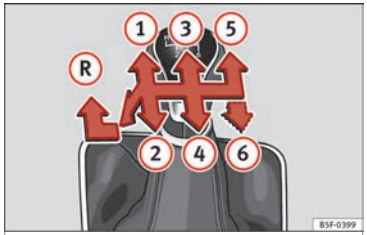

Fig. 52 Gear shift pattern of a 5 or 6-speed manual gearbox
The position of the gears is indicated on the gearbox lever ››› Fig. 52.
- With the gearbox lever in neutral, push it upwards, move it to the left as far as it will go and then forwards to select reverse ››› Fig. 52 (R).